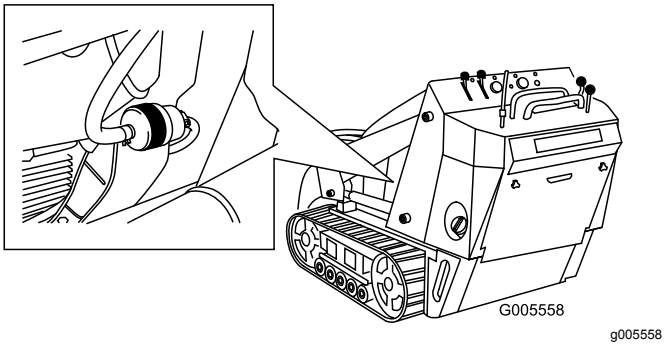

Figur 42
5. Kläm fast bränsleledningarna på båda sidorna av bränslefiltret (Figur 42).
6. Kläm ihop ändarna på slangklämmorna och skjut bort dem från filtret (Figur 42).